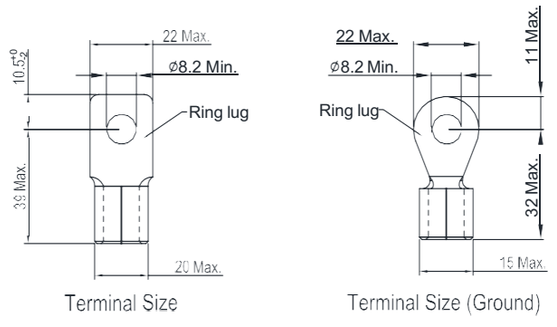

Рис. 2
5. На рис. 2 дана спецификация термоусадочной трубки в соответствие с UL (600C, YDPU2).